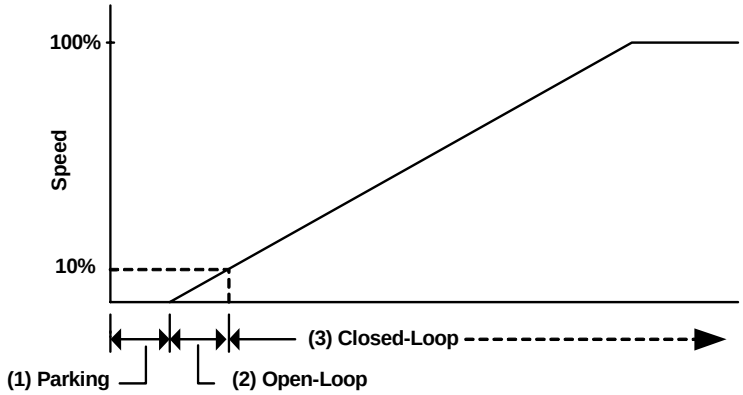

Figure 19. Drive Control Modes
In the IRMCF343 drive controller, there are three control modes (Figure 19) for estimation of the rotor angle for the entire speed range including zero speed. During motor start-up phase, the controller will go through these three control modes in sequence. These control modes are described below.
3) Closed-loop – Motor speed increases during start-up; the back EMF voltage from motor also builds up due to the increase in speed. Useful information for rotor angle estimation can be then be extracted from the back EMF voltage (estimated by using motor current and DC bus voltage). The drive will enter Closed-loop control mode as shown in Figure 19.